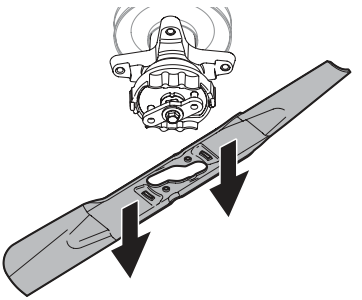

Fig. 49
5. Lorsque le trou au centre de la lame s'aligne avec le support de retenue, tirez sur la lame (Fig. 49).